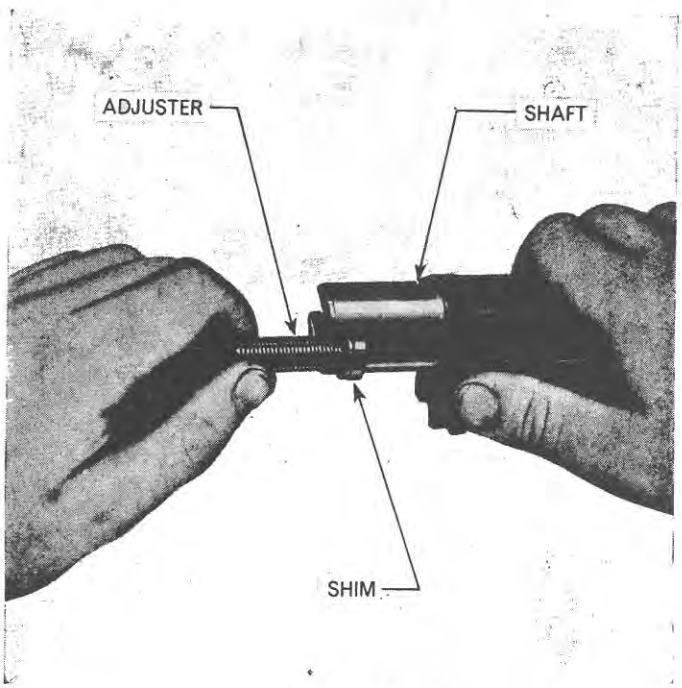

Figure 7
3. Select the appropriate shims for the rocker shaft adjusters to provide a clearance of 0·000 to 0·0002 in. (0·000 to 0·051 m.m.), between the adjuster head and the shaft and inside the 'T' slot, Figure 7.